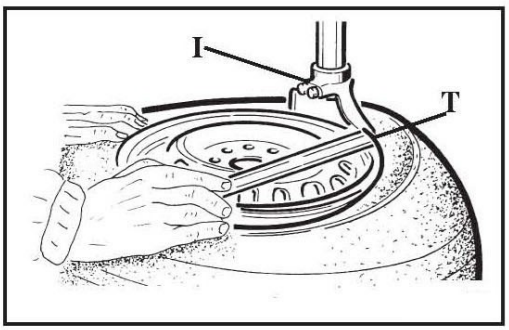

Рис.10
С помощью монтировки (T), которую необходимо вставить через передний конец демонтажной головки (I) и под верхний борт шины. Установите верхний борт шины над монтажной головкой (см. рис. 10).